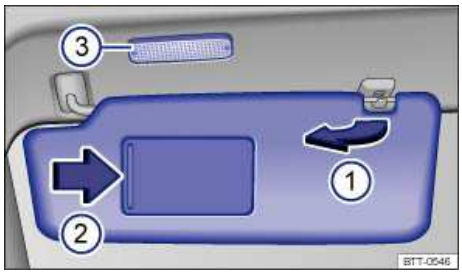

Fig. 77 In the headliner: Sun visor.
- Lift it out of the retaining clip ⇒ fig. 77 (1) and swivel it over toward the door.